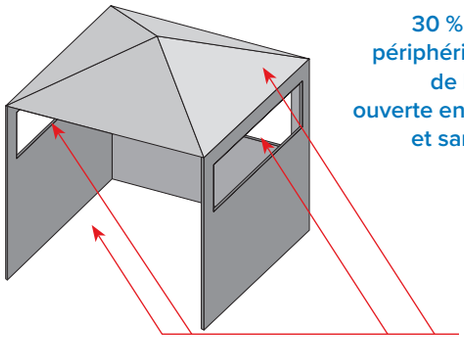
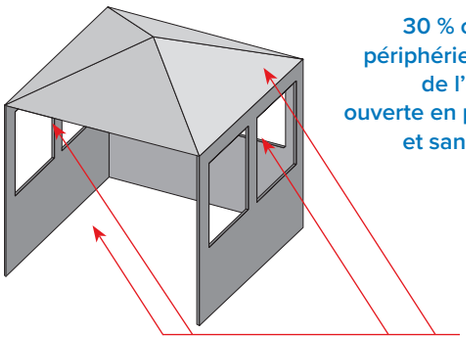

Fig. 4
Fig. 5
- Un appareil est considéré comme étant à l'air libre s'il est installé dans un abri doté de trois parois latérales et d'un toit, pour autant que 30 % ou plus de la périphérie horizontale de l'enceinte soit ouverte en permanence. **(Fig 4 & Fig 5).**